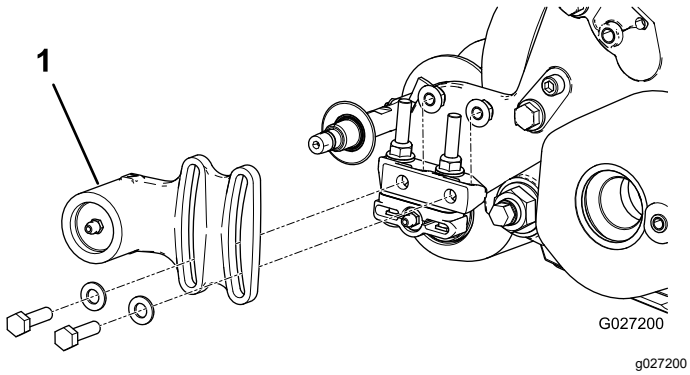
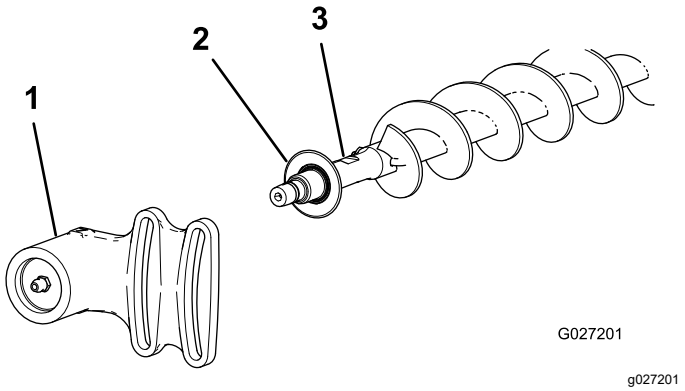

图 21
图 22
1. 如果滚刀组上安装有一个滚筒刷应拆下将非传动轴承座固定到轴承座安装支架图 21和 图 22上的 2 个螺栓、垫圈和螺母。
2. 滑动非传动轴承座和防尘圈从刷轴上取下来图 22。
9. 把防尘圈和非传动轴承座安装到刷轴上图 22。